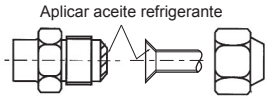

Fig. 7-3
(3) Aplique aceite refrigerante en la superficie abocardada. (Fig. 7-3)